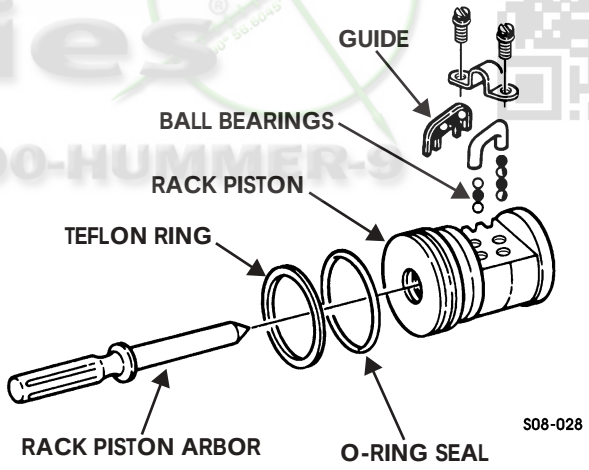

Figure 8-37: Rack Piston and Ring Seals
30. Remove two screw-assembled washers and clamp from rack piston (Figure 8-37).